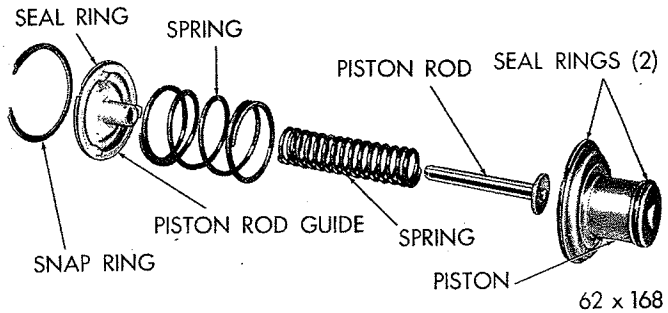

*Fig. 103—Kickdown Servo—Disassembled*
Figure 103 shows a disassembled view of the kickdown servo assembly.
**NOTE: The larger outer spring shown in Figure 103 is not used in the A-904-G and A-904-LA transmissions. Also, it is not used in maximum performance vehicles with A-727-A and B transmissions.**
(1) Carefully push servo piston into the case bore. Install piston rod, two springs and guide (Fig. 103). **The A-904-G and A-904-LA transmissions use one small spring only. Also, one small spring only is used in the maximum performance vehicles with A-727-A and B transmissions.**
(2) Compress kickdown servo springs by using engine valve spring compressor Tool C-3422, then install snap ring.